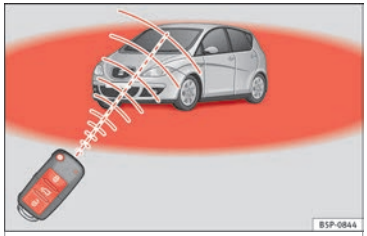

Fig. 51 Range of the radio frequency remote control.
- **The radio frequency remote control functions only when you are in range ››› Fig. 51 (red area).**
- **If the vehicle is unlocked using the 🔓 (1) button, it will lock again automatically if any of the doors or the rear lid are not opened within 30 seconds after unlocking it. This function prevents the vehicle from remaining unlocked if the unlock button is pressed by mistake.**